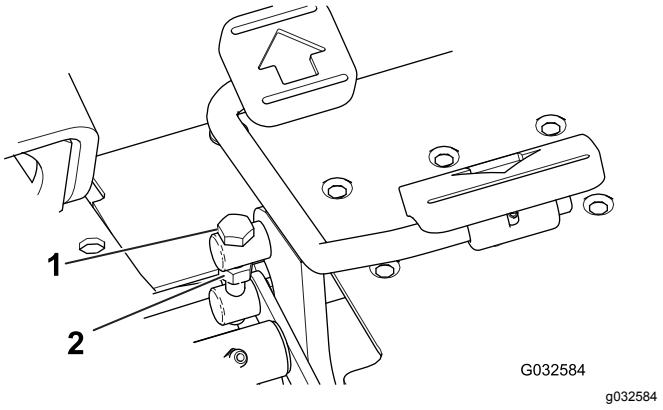

Figur 48
1. Løsne låsemutteren på vuggetappbolten på siden av trekkpedalen (Figur 48).